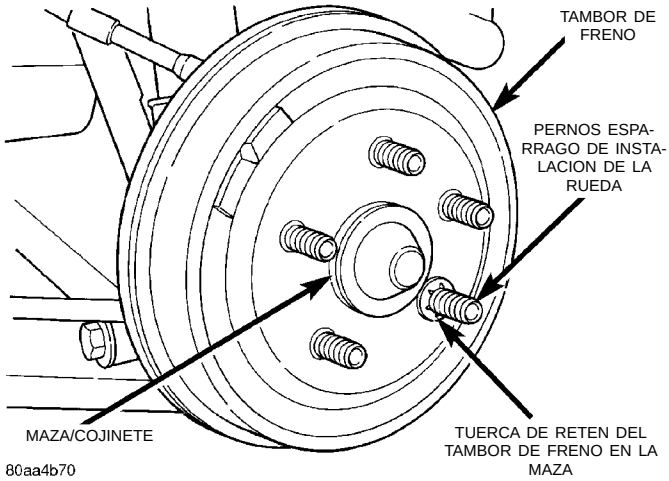

Fig. 79 Tambor de freno trasero
(1) Eleve el vehículo sobre gatos fijos o céntrelo sobre un elevador. Consulte Elevación en la sección de Lubricación y mantenimiento de este manual.
(2) Retire del vehículo los conjuntos de ruedas y neumáticos traseros.
(3) Retire los collarines de retención del tambor de freno en la maza/cojinete (si estuvieran instalados) (Fig. 79).